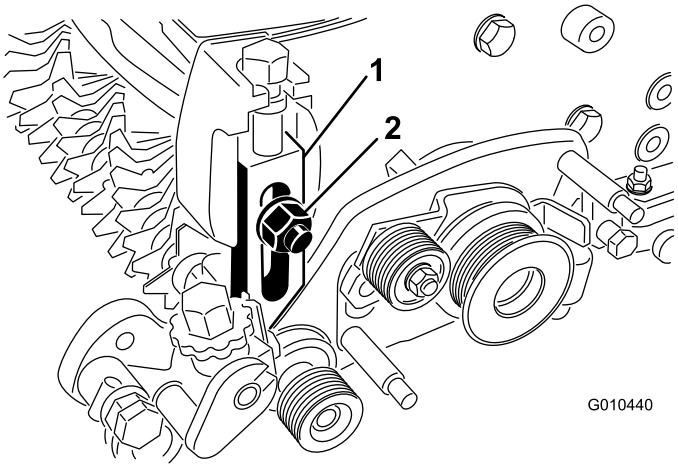

Bild 32
5. Entfernen Sie die Schlossschraube, Mutter und Scheibe, mit denen der Schnitthöhenarm an der Seitenplatte befestigt ist (Bild 32).